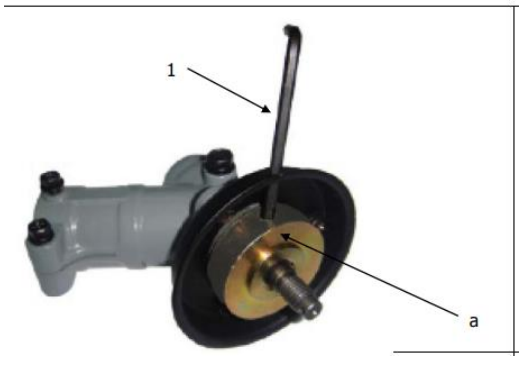

Rys. 6
2. Włóż klucz imbusowy (Rys. 6, poz. 1) w otwór pierścienia (Rys. 6, poz. a).